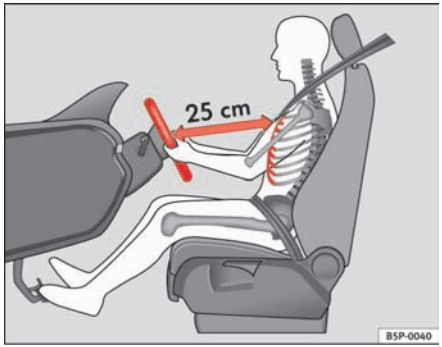

Fig. 112 Proper sitting position for driver
– Adjust the steering wheel in this way until the correct position is set ⇒ fig. 112.
- **Adjust the driver seat or steering wheel so that there is a distance of at least 25 cm between the steering wheel and your breast bone ⇒ page 147, fig. 112. If you fail to observe the minimum distance, the airbag will not protect you. Risk of fatal injury.**